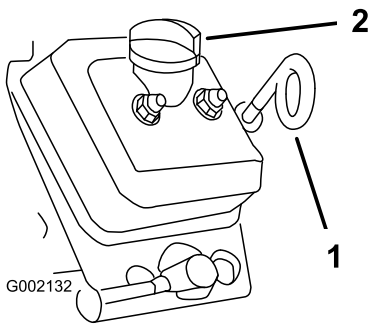

Figur 44
8. Gör rent runt oljestickan och dess lock samt påfyllningsröret och ta bort oljestickan (Figur 44).
9. Ta bort oljestickan och fyll på med specificerad olja i påfyllningsröret tills nivån når upp till markeringen Full på oljestickan (Figur 44).
10. För in oljestickan helt i oljesticksröret, dra ur den och kontrollera oljenivån (Figur 44).
11. Sätt tillbaka oljestickan i oljesticksröret och säkra locket i röröppningen så att de sitter ordentligt (Figur 44).